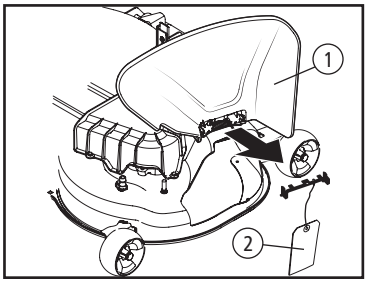

Fig. 07
1. O defletor (1) vem de fábrica fixado na bandeja de corte, em baixo dele há uma presilha (2) que evita que o mesmo se feche no transporte. A presilha (2) deve ser removida antes de operar o equipamento.
2. Para remover a presilha (2), levante o defletor (1) totalmente para cima, remova a presilha (2), abaixe o defletor (1) e descarte a presilha (2), Fig. 07.